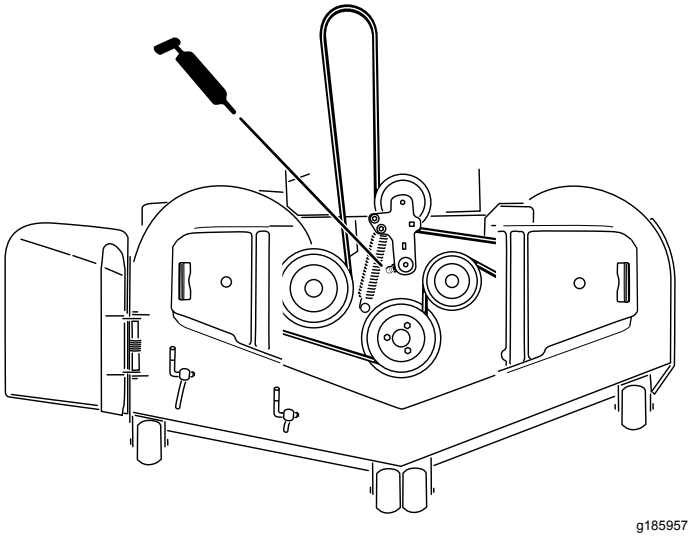
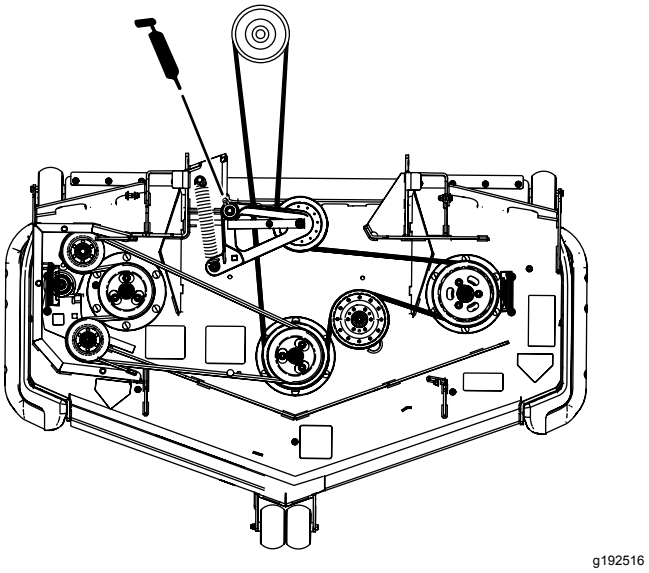

**Figuur 53**
**Figuur 54**
5. Smeer het scharnierpunt van de spanpoelie van het maaidek tot het smeer er aan de onderzijde uitkomt (Figuur 53 of Figuur 54).